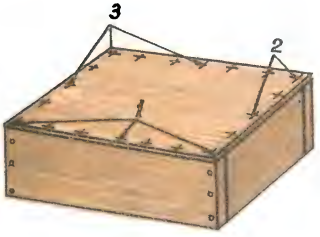

Рисунок 41. Крепление дна ящика:
В подобранной заготовке необходимо разметить (определить) места для забивания гвоздей (рисунок 41). Затем подбирают гвозди определённой длины — вспомни правило! — и подсчитывают, сколько всего потребуется гвоздей.
2. Соединить гвоздями одну сторону дна ящика с одной длинной стенкой. Сначала вбивают три гвоздя *1* (смотри рисунок 41): два по краям и один в середине.